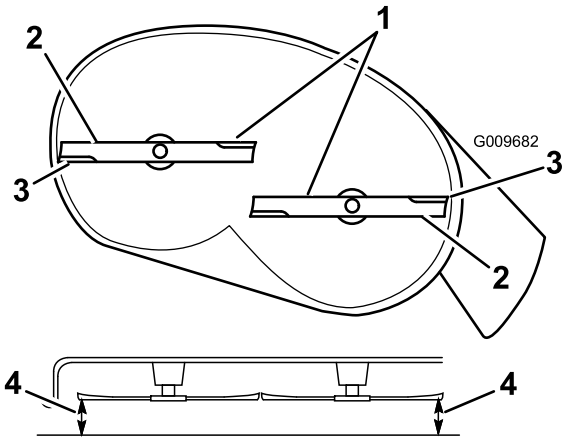
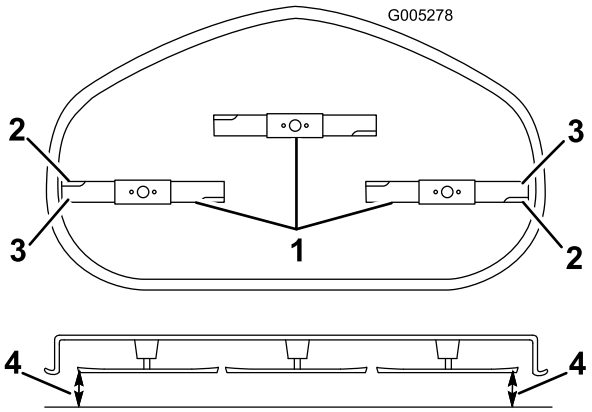

Figur 60
Figur 61
4. Rotera försiktigt kniven eller knivarna så att alla knivar är parallella (Figur 60 och Figur 61).
5. Mät mellan de yttre knivseggarna och den plana ytan (Figur 60 och Figur 61). Om inte båda måtten är inom 5 mm krävs en justering. Fortsätt med denna procedur.